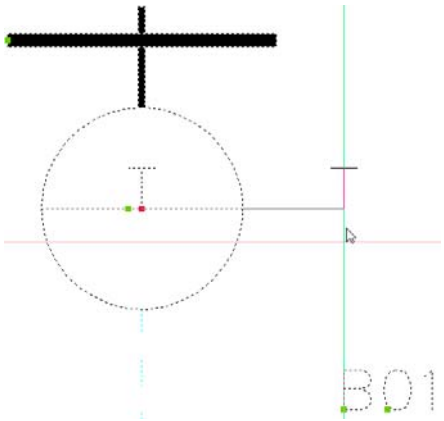

Bild 33.6 – Verschieben des Gerätekennzeichens und des *Typ*-Labels
- klicken Sie sie einfach an. Nun können Sie sie an den Anfassern aus dem Symbol ziehen. Gleiches können Sie auch mit dem *Typ*-Label tun (Abb. 33.6).